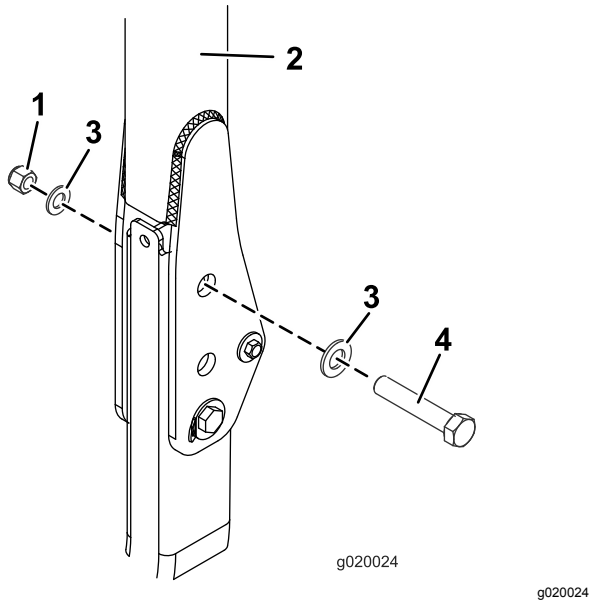

Figura 19
3. Coloque una arandela (13/16" x 1½") en cada perno (¾" x 4"), según se muestra en Figura 19.
4. En los taladros de donde se retiraron los pasadores, instale los pernos y las arandelas (Figura 19).
5. Coloque otra arandela sobre cada perno y sujételas con una tuerca (¾"), según se muestra en Figura 19. Apriete las tuercas a 323–396 N·m.
6. Apriete el perno de pivote del ROPS (Figura 19) a 91–113 N·m para evitar que reboten la barra antivuelco y el toldo.